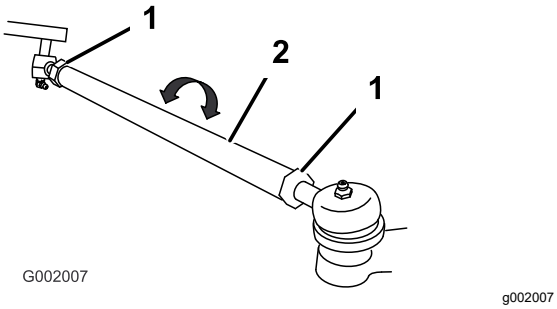

Figur 52
5. Om måttet inte hamnar inom angivet område ska du lossa kontramuttrarna i båda ändarna av dragstängerna (Figur 52).